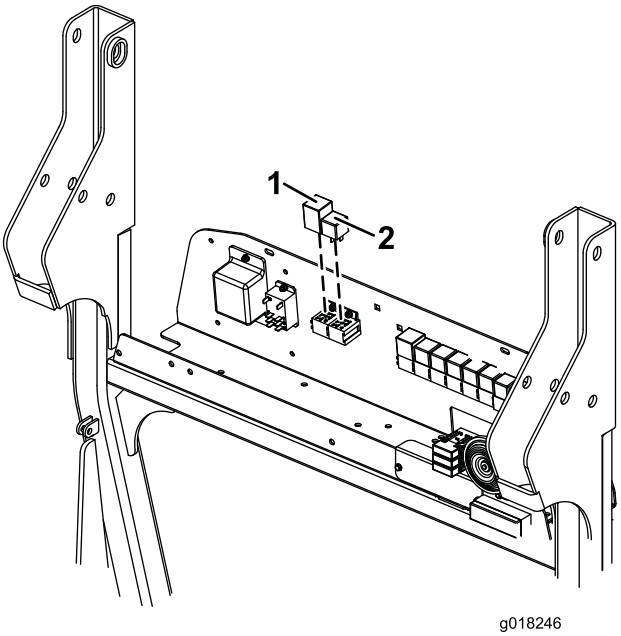

Figure 10
5. Plug the flasher relay into the L.H. vacant relay socket and the standard shorter relay into the R.H. vacant replay socket (Figure 10).